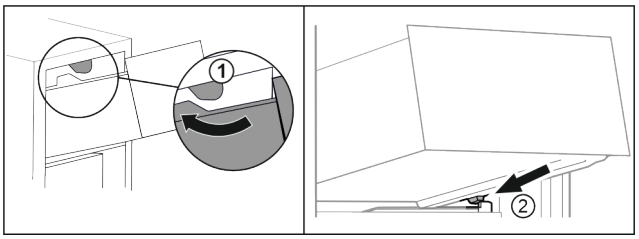

Fig. 90
▶ Guider le tiroir en contournant les butées supérieures. *Fig. 90 (1)*
▶ Placer le tiroir, en l'inclinant, derrière les butées inférieures sur la nervure de récipient. *Fig. 90 (2)*